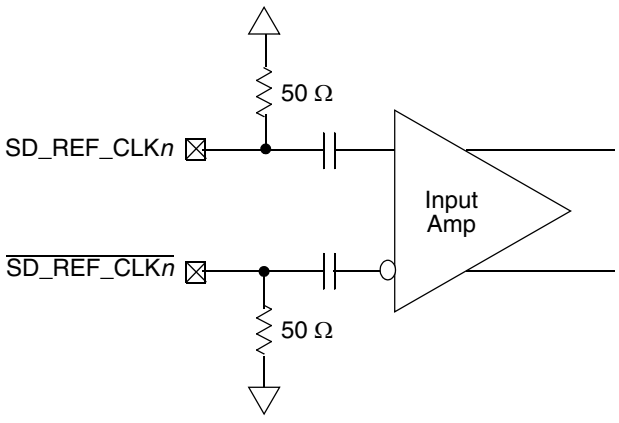

Figure 36. Receiver of SerDes reference clocks
- The SD_REF_CLK*n* and $\overline{\text{SD_REF_CLK}n}$ are internally AC-coupled differential inputs as shown in Figure 36. Each differential clock input (SD_REF_CLK*n* or $\overline{\text{SD_REF_CLK}n}$) has on-chip 50-Ω termination to SGND followed by on-chip AC-coupling.